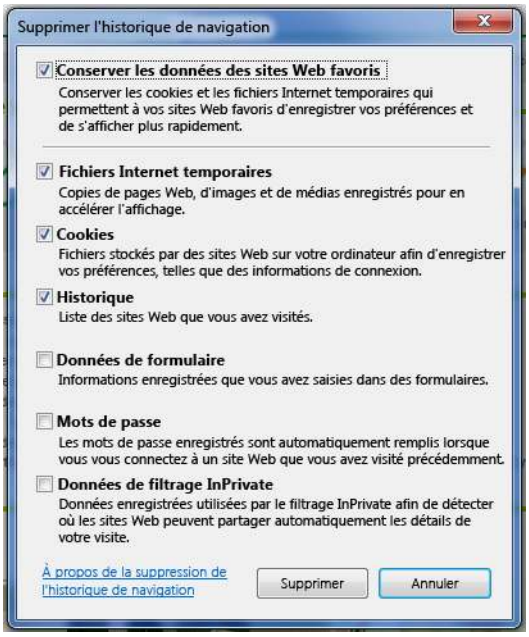
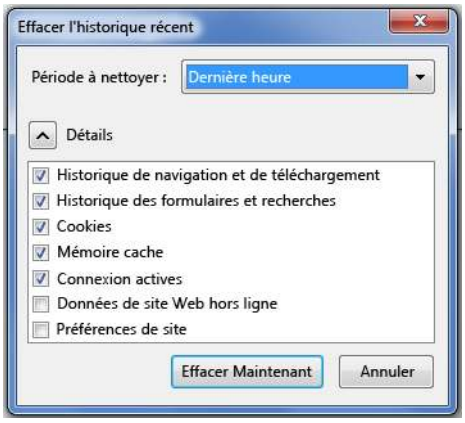

Figure 3-3 Boîte de dialogue **Delete Browsing History** (Supprimer l'historique de navigation) dans Internet Explorer
Figure 3-4 Boîte de dialogue **Clear Recent History** (Supprimer l'historique récent) dans Firefox
2. Dans la boîte de dialogue qui apparaît (variable selon le navigateur), sélectionnez une option pour effacer les fichiers Internet temporaires ou « Cache » (Mémoire cache). Consultez les exemples dans la Figure 3-3 et la Figure 3-4 à la page 3–44.